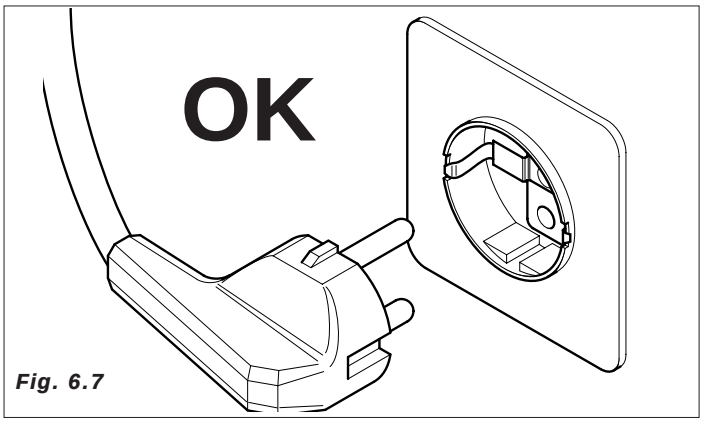

Fig. 6.7
– El distribuidor está dotado de un cable de alimentación H05VV-F 3x1,5 mm^2 , con clavija SCHUKO.*(Fig.6.7)*.